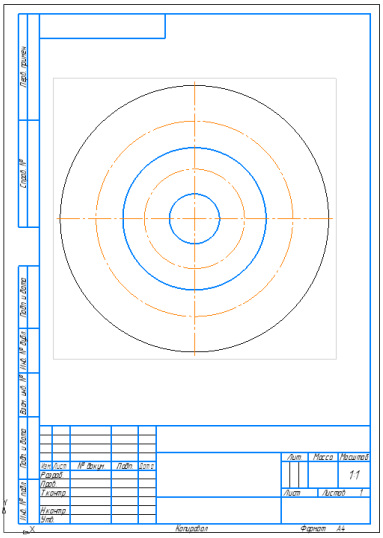

Рис. 5.19
2) Активизируйте команду ***Окружность***. Постройте ряд окружностей со следующими параметрами (рис. 5.19):